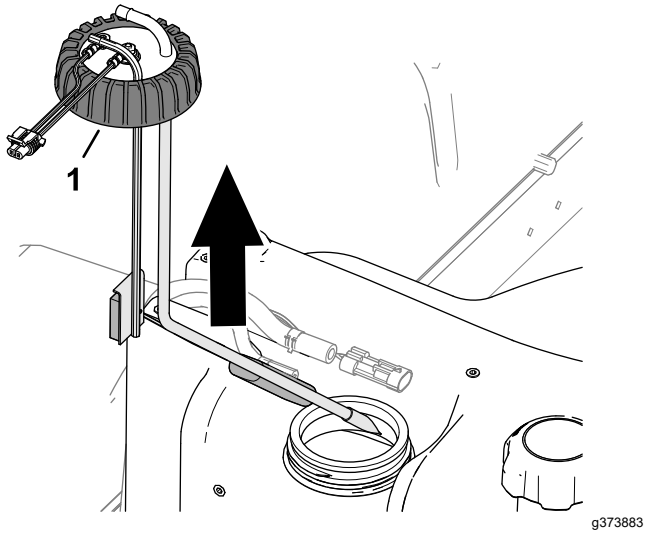

Figuur 121
5. Maak de dop van de brandstofsensor los (Figuur 121).